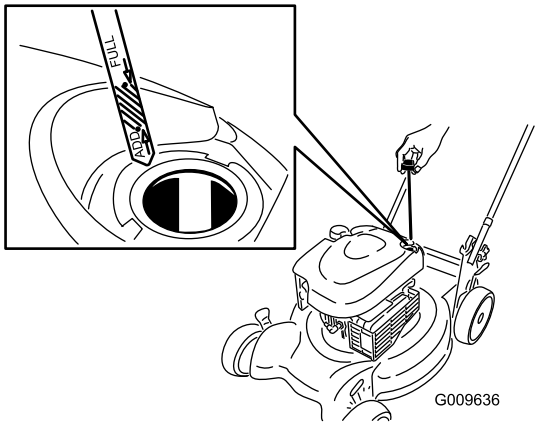

Figuur 4
1. Verwijder de peilstok (Figuur 4).
2. Giet **langzaam** olie in de vulbuis totdat het peil de **Vol**-markering op de peilstok bereikt (Figuur 4). **Niet te vol vullen.** (Maximale vulhoeveelheid: 0,59 l, type: SAE 30 reinigingsolie, met onderhoudsclassificatie SF, SG, SH, SJ, SL van het American Petroleum Institute [API] of hoger).